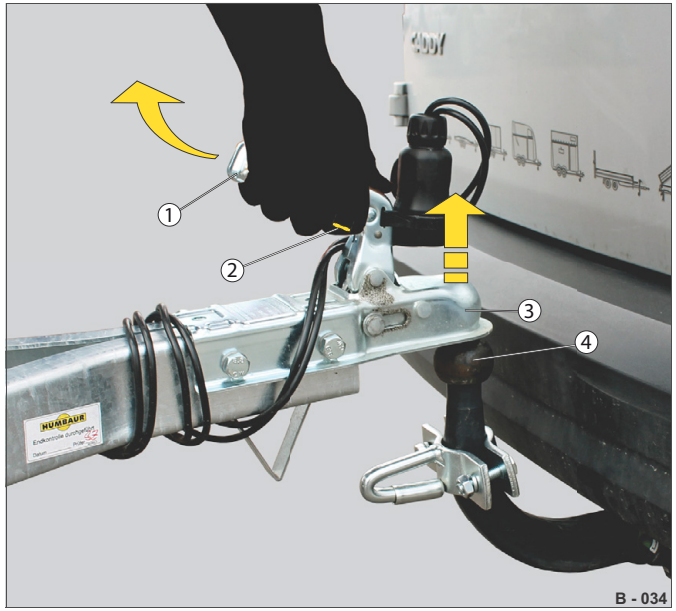

Abb. 12 Příklad: odpojení nebrzděného přívěsu
- ▶ Odblokujte rukojeť (Abb. 12/1) v závěrném zařízení.
- ▶ Zatlačte pojistnou západku (Abb. 12/2) na rukojeti až na doraz.
- ▶ Sundejte kalotu (Abb. 12/3) z kulové hlavy (Abb. 12/4) na tažném vozidle.